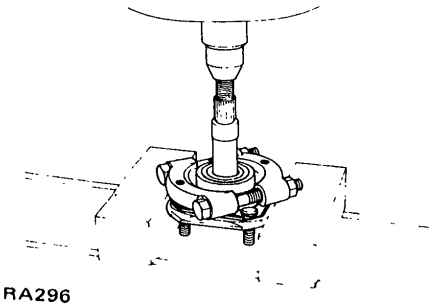

Fig. RA-6 Removing rear wheel bearing (outer side)
9. Remove outer rear wheel bearing from rear axle shaft. See Figure RA-6.